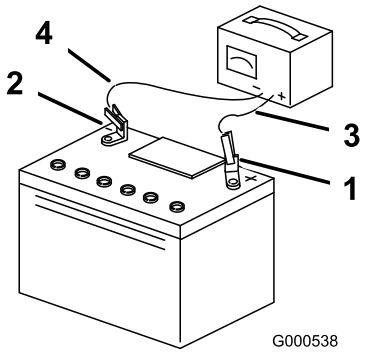

Figuur 44
3. Zodra de accu volledig is opgeladen, haalt u de acculader uit het stopcontact en maakt u vervolgens de oplaadkabels los van de accuklemmen (Figuur 44).